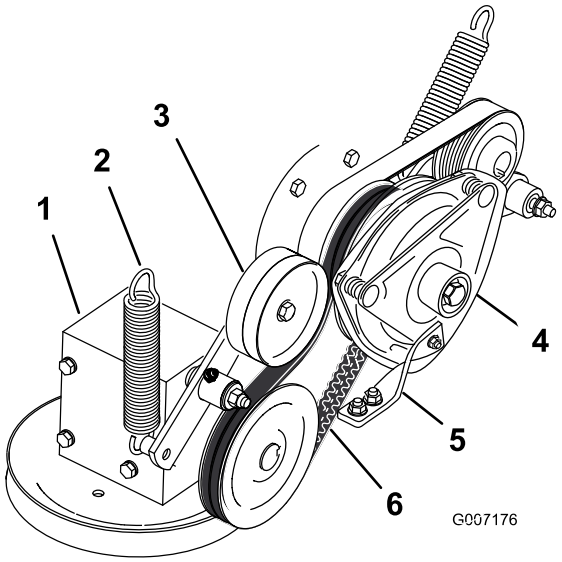

Figur 68
4. Fjern fjæren fra lederullarmen (Figur 68).
7. Sett den nye kraftuttaksremmen på clutchremskiven og girkasseremskiven (Figur 68).
9. Monter fjæren på lederullarmen (Figur 68).